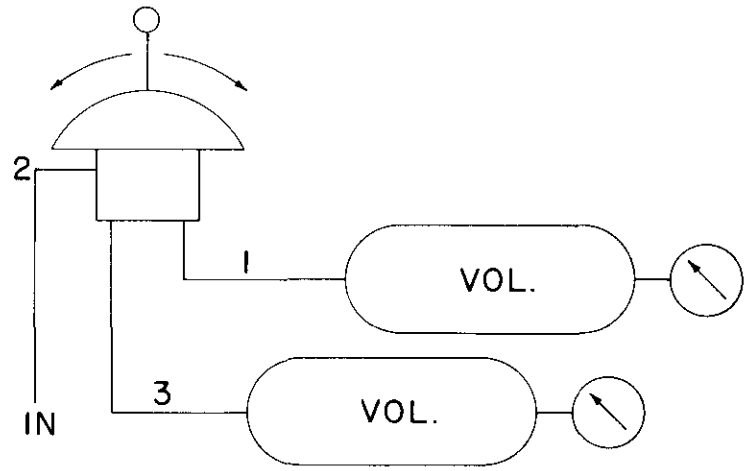

Figure 40 LT-160033
HOIST AND SWING CONTROL VALVE (Figures 40, 41 and 42)
PILOT VALVE LEVER ADJUSTMENT - Use the adjustment set-up shown in Figure 40 and an inlet pressure of 90 psi (6.21 bar). Turn the adjustment screw (24) clockwise until the control spring (27) is slightly compressed. Remove the valve protectors (47). Move the control valve handle (7) back and forth on both sides of the "OFF" position, observing the action of levers 41 and 45. The pilot valves should be fully open after the handle moves through the first 10° of the travel arc. If the pilot valve levers need adjusting, place the handle in a maximum increasing pressure position. With a 3/32" hex key wrench, turn the adjusting screw (44) of the activated lever (either 41 or 45) counterclockwise, just far enough to crack the exhaust valve. The gage will show a drop in pressure. From this point, turn the adjusting screw clockwise a full three (3) turns. This will open the inlet valve of the pilot valve to its maximum capacity.
PRESSURE SETTING ADJUSTMENT - Use adjustment set-up shown in Figure 40 and an inlet pressure of 90 psi (6.21 bar). Adjusting screw 24 varies the minimum and maximum pressure setting a like amount without changing the pressure range. Turning the adjusting screw in raises the maximum and minimum pressures. The minimum pressure should be about 13 psi (.9 bar) and the maximum pressur should be about 80 psi (5.52 bar). If the minimum pressure is set too high, rough operation will result. If the minimum pressure is too low, the hoist speeds or swing speed will be below the maximum possible.